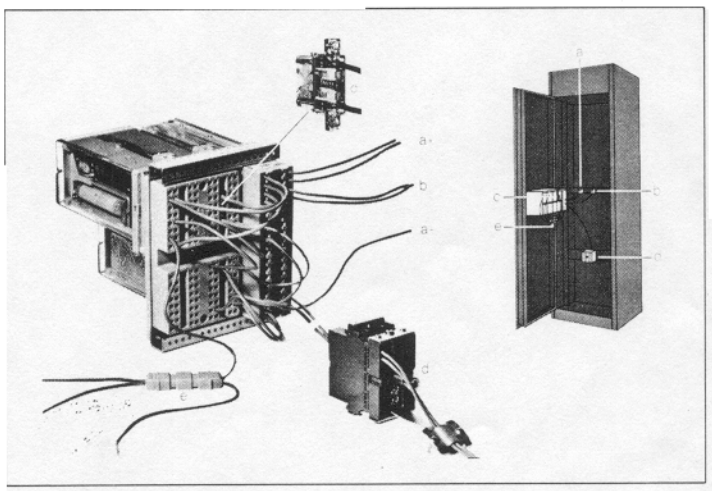

Fig. 2b. Example of electrical connection in a single-phase overcurrent relay.
The electrical connections depend on which apparatus or apparatus groups are combined. In Fig. 2a an example is given of a protective relay connected to a current transformer, auxiliary voltage and tripping circuit. The protective relay includes a test switch (101) and two plug-in relays (107, 307) inserted in terminal bases. This protective relay can be installed in an apparatus cubicle, for example. Designations a – e indicate the relationship between the illustration Fig. 2b and the circuit diagram. The connections between the current transformer and the current relay is made via terminals b and the short-circuit connector c (RTXK). The connection to the auxiliary supply voltage is made via terminal a and the connection to the tripping circuit is made via connector d (RTXG). From terminal 227 on the terminal base of the current relay, a signal lead is connected to branch connector e (RTXC).